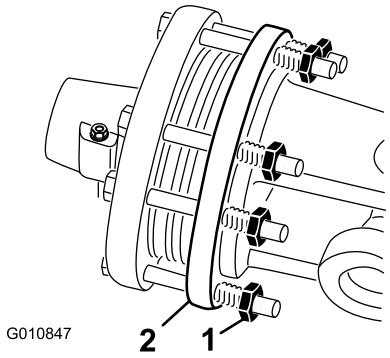

**Figur 48**
1. I slutet av säsongen ska alla kopplingsmuttrar vridas två varv bakåt (Figur 48).